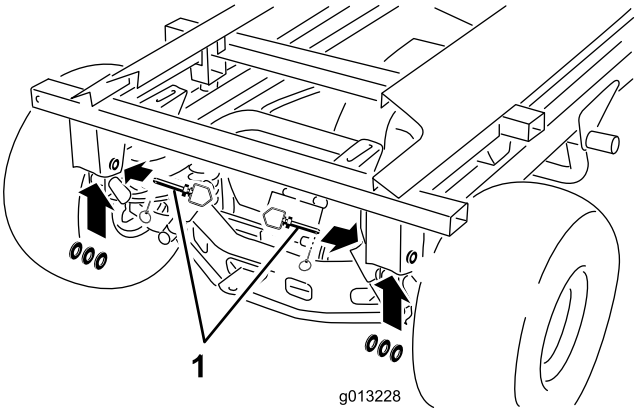

Rysunek 43
10. Usuń tylne zawleczki, sworznie zaczepowe i podkładki (Rysunek 43).